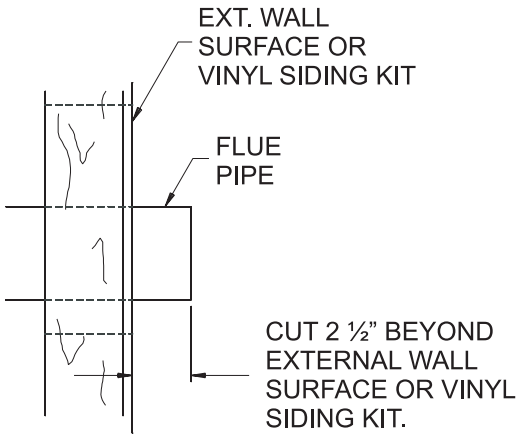

**Figure 61**
8. Attach the 4" (102mm) diameter flue outlet tube onto the rigid venting system or directly to fireplace. Ensure the 4" (102mm) diameter flue outlet tube is placed as far as possible onto the rigid venting system. Mark the 4" (102mm) diameter flue outlet tube 2 1/2" (64mm) beyond the vinyl siding kit or wall. S**ee Figure 61.** Remove the 4" (102mm) diameter flue outlet tube from rigid venting system. When installing directly to fireplace, tape gasket needs to be used.